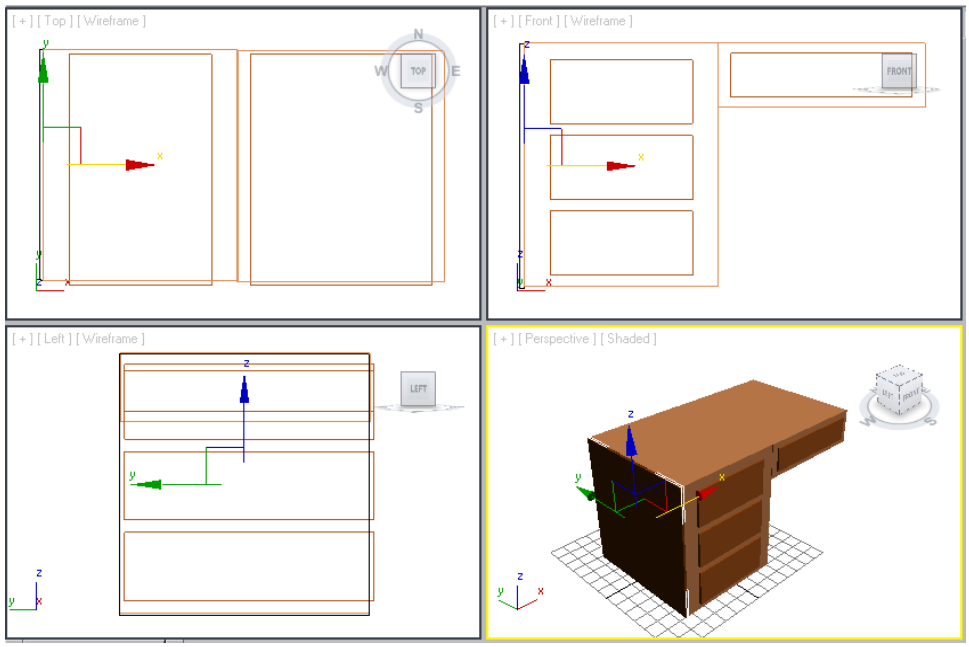

Figure 3-27 *Alignment of the left face001 with the left side of the left box*
3. In all viewports, align the *left face001* with the left side of the *left box* using the **Select and Move** tool, as shown in Figure 3-27.